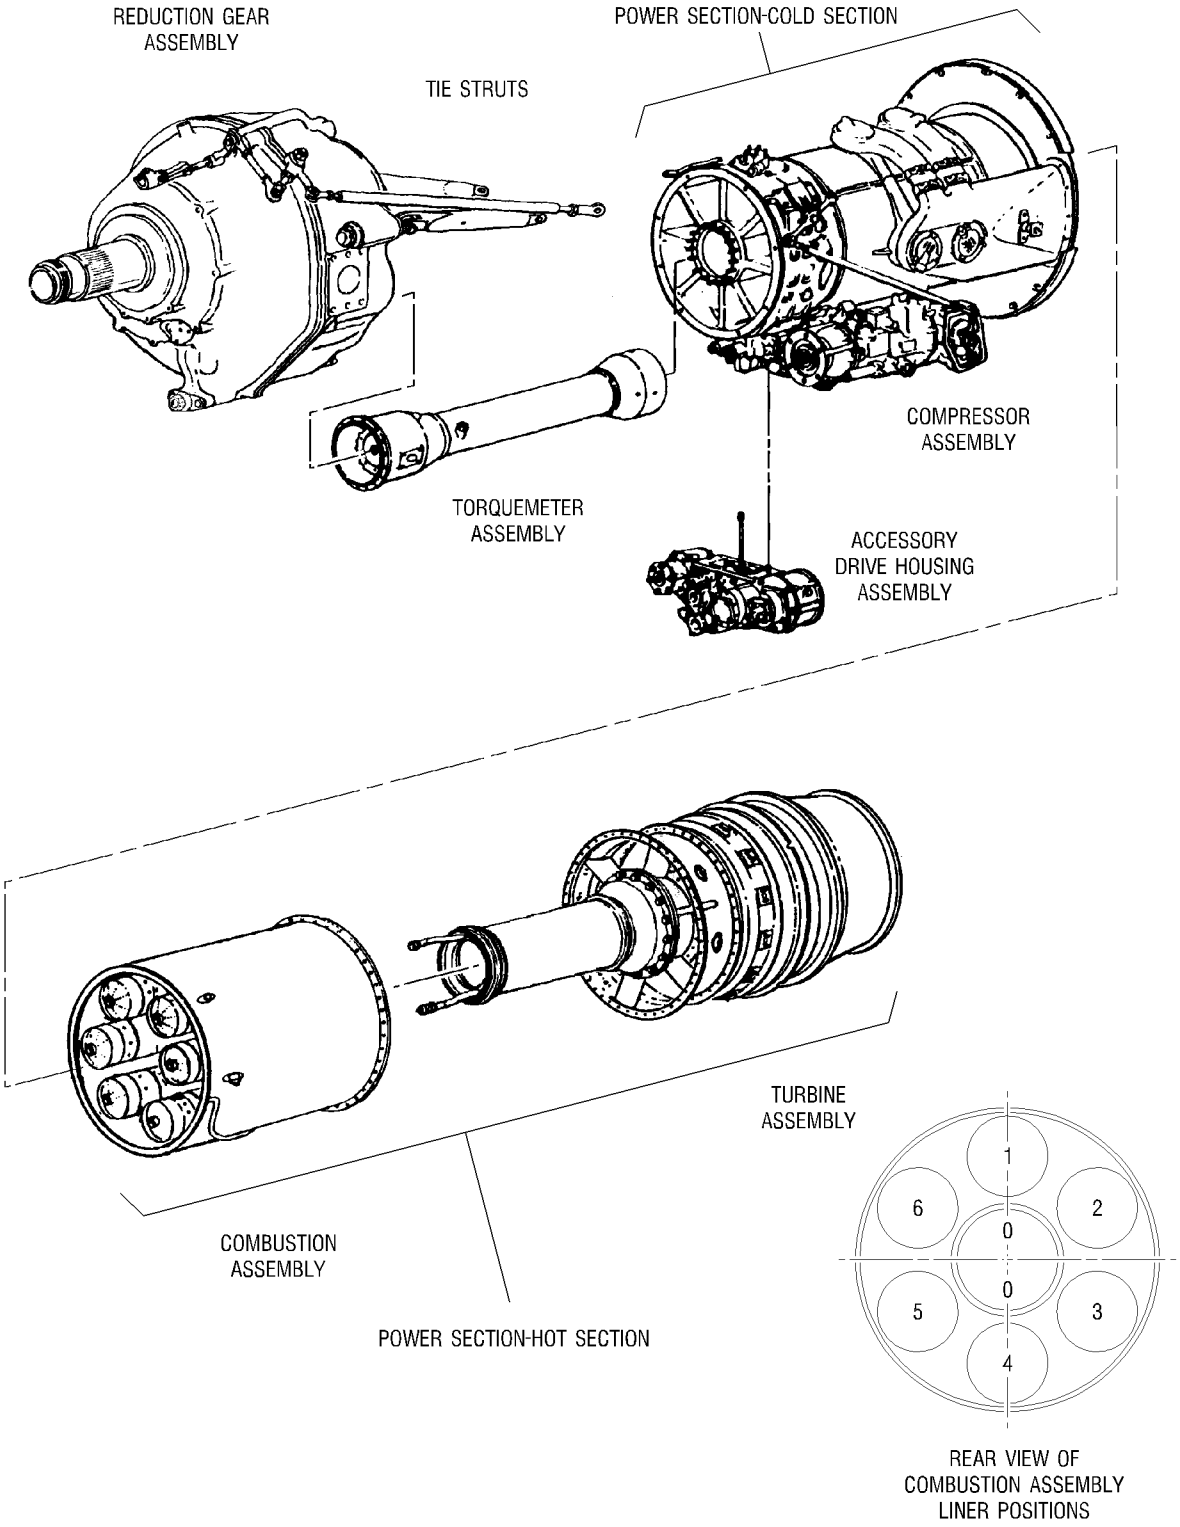

Figure 1. Major Engine Components
2. The T56–A–427 Series IV engine is a modern version of the T56 Series III engine. The –427 consists of an axial–flow, internal combustion, gas–turbine power section which is connected to a reduction gear assembly by a torquemeter assembly and two supporting struts. The major engine components are illustrated in Figure 1.
8. When viewing the engine from the rear, the combustion liner at the top vertical centerline is the number one liner. The liners are numbered clockwise. (See figure 1.) The two spark igniters are located in the number two and five combustion liners.